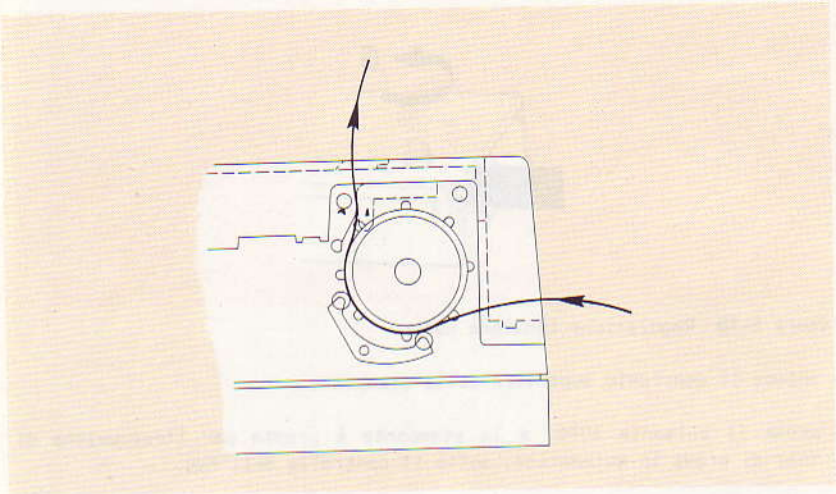

Figura 5-11 Percorso moduli discreti
- inserire il foglio dal retro della PR 1450 e farlo avanzare fino a fuori uscire dal vetrino trasparente superiore (vedi figura 5-11).